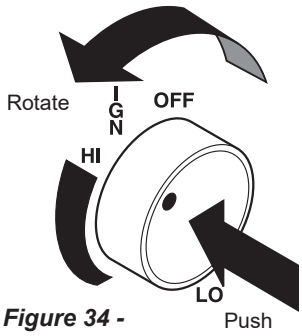

Figure 34 - HIGH Position
10. Push in control knob and turn counterclockwise to the HIGH setting. At this location the control knob will pop out when positioned correctly. The knob can now be positioned at any position between HIGH and LOW. *Figures 34 and 35*